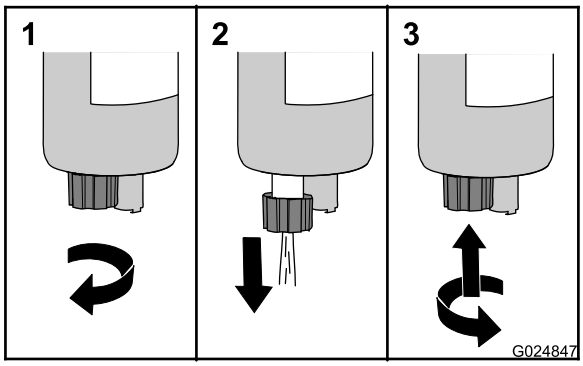

Rysunek 22
3. Obróć zawór spustowy w lewo o około 3-1/2 obrotu, aż zawór wypadnie z odwadniacza paliwa (Rysunek 22).
4. Spuszczaj wodę i osad z odwadniacza, aż zacznie się wydostawać czyste paliwo (Rysunek 22).
5. Podnieś zawór i obróć go w prawo ręką do oporu (Rysunek 22).